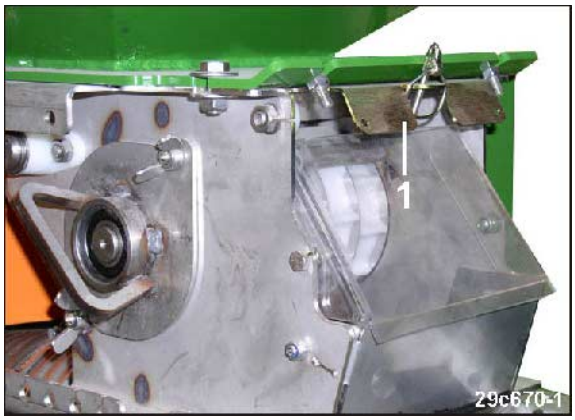

**Fig. 211**
2. Fermez la trappe (Fig. 211/1)
8. Ouvrez le ou les clapets (Fig. 211/1) et bloquez-les à l'aide de goupilles.